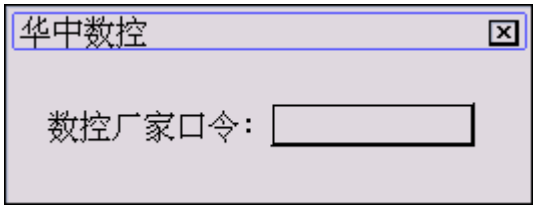

图 9.1.2 输入口令
(2) 用▲、▼选择权限，按 **Enter** 键确认，系统将弹出如图 9.1.2 所示的输入口令对话框；
(3) 在输入栏输入相应权限的口令，按 **Enter** 键确认；
(4) 若权限口令输入正确，则可进行此权限级别的参数或口令的修改；否则，系统会提示“输入口令不正确”。
(3) 用▲、▼键选择要修改的权限口令，按 Enter 键确认，将弹出如图 9.1.2 所示输入对话框；